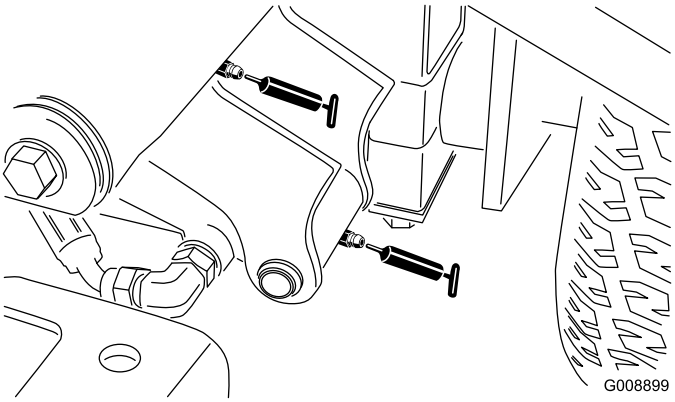

Figur 35
- Främre vänster lyftarmstapp och lyftcylinder (2) (Figur 35)